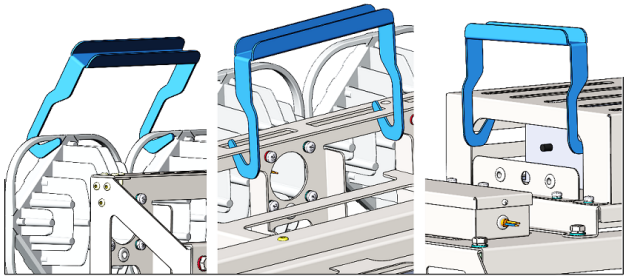

Рис.9
- разъединить коннекторы А. Количество коннекторов может быть от 1 до 3 соответственно количеству драйверов, см. рис.9;
Для переноски прожекторов AirQub мощностью 1050 и более Вт рекомендуется использовать специальные монтажные ручки (входят в комплект поставки). Разрешается поднимать прожектор монтажными ручками только за допустимые места (рис.7 и 8). Запрещается поднимать прожектор монтажными ручками за радиаторы, драйверный отсек, а также за раму с неправильным положением ручек (рис.9).